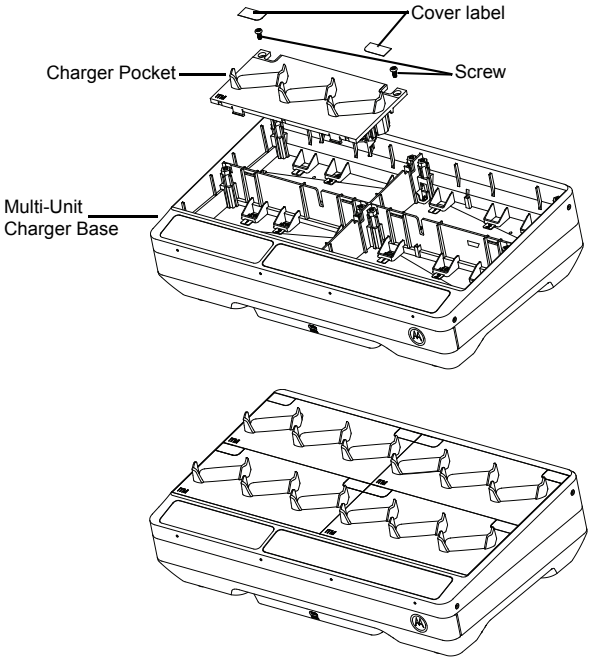

Figure 8: Installing and removing charging pocket.
4. Remove the Pocket Harness by pulling straight up on the connector (Refer to Figure 8).